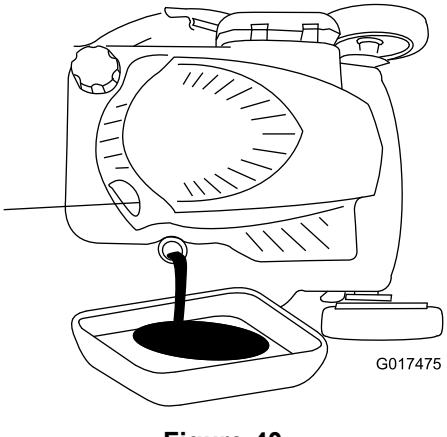

Figure 40
4. Inclinez la machine sur le côté (filtre à air en haut) pour vidanger l'huile usagée par le tube de remplissage (Figure 40).
10. Vérifiez le niveau d'huile indiqué par la jauge (Figure 40).